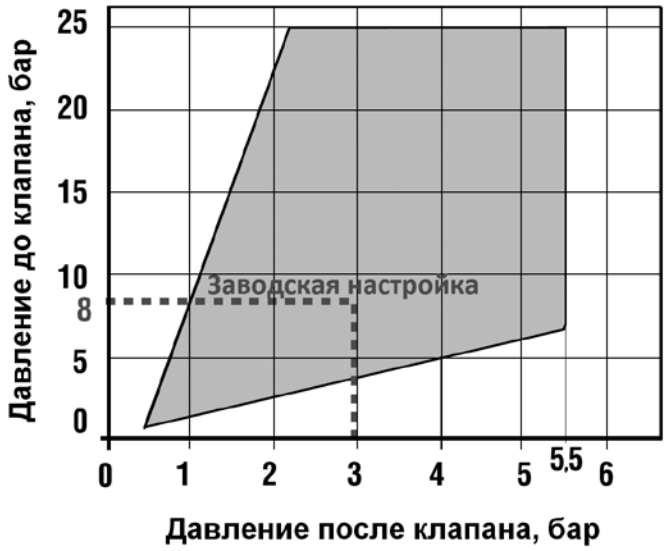

Рис. 1
1) проверить на применение по давлению до клапана и требуемому давлению после клапана (рис. 1);